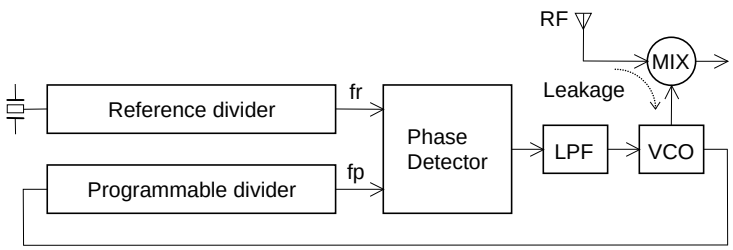
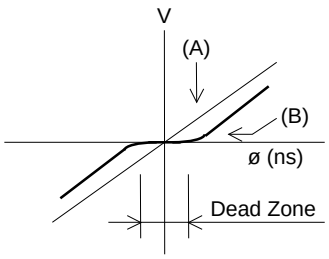

Figure 1
Figure 2
The phase comparator compares fp with the reference frequency (fr) as shown in figure 1. This circuit outputs a level (A) that is proportional to the phase difference ø as shown in figure 2. However, due to internal delays and other factors, the actual IC is unable to compare small phase differences, and thus a dead zone (B) appears in the output. To achieve a high signal-to-noise ratio in the end product, the dead zone should be as small as possible.